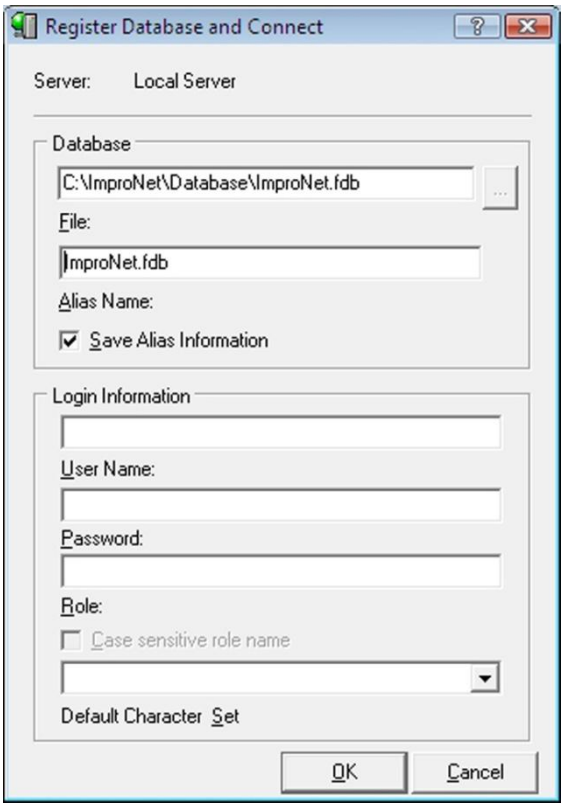

Figure 51 – Register Database and Connect Dialog
2. In the Register Database and Connect dialog, In the **Database** textbox, enter the full file path to your Database (see Figure 51).